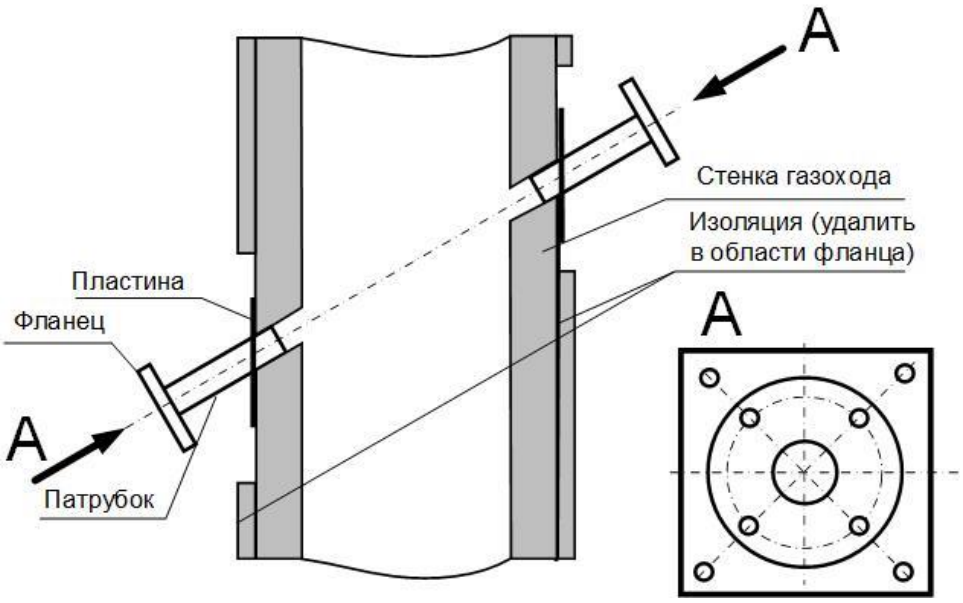

Рисунок 11 - Установка патрубков с фланцами.
- установить патрубки с фланцами в вырезанные отверстия (рисунок 11):